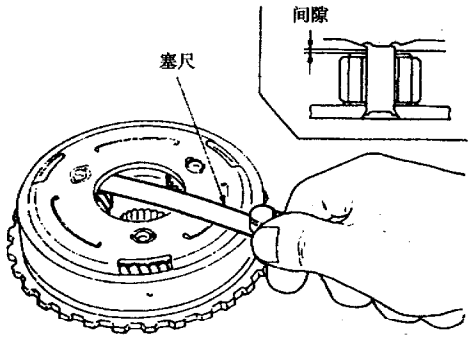

图 9－12－47
①如图 9－12－48 所示，从变速器壳体上拆下后行星架总成。